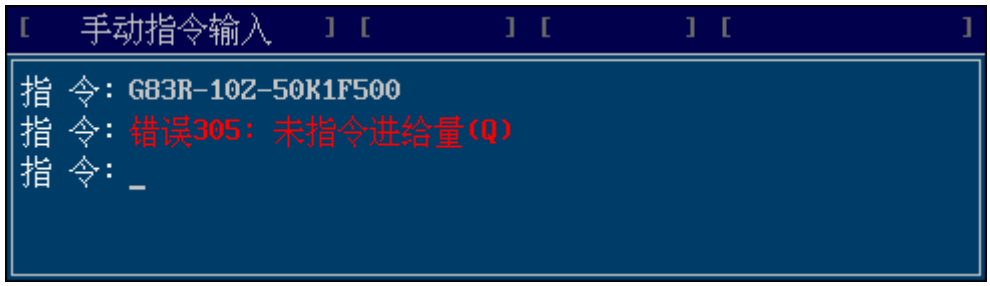

图 3-15 MDI 指令语法报错
3) 在MDI窗口中输入命令，完成后按回车键进行输入确认，此时系统自动检查指令的正确性，若系统未对输入指令报错，表示所输入的指令已经通过语法检查，可以执行；若系统报错，则输入的指令不正确，需要重新输入。系统报错状态如 图 3-15 所示“错误 305：未指令进给量（Q）”，其中 305 为错误代码，可根据该代码在编程说明书中查询出错的详细信息；